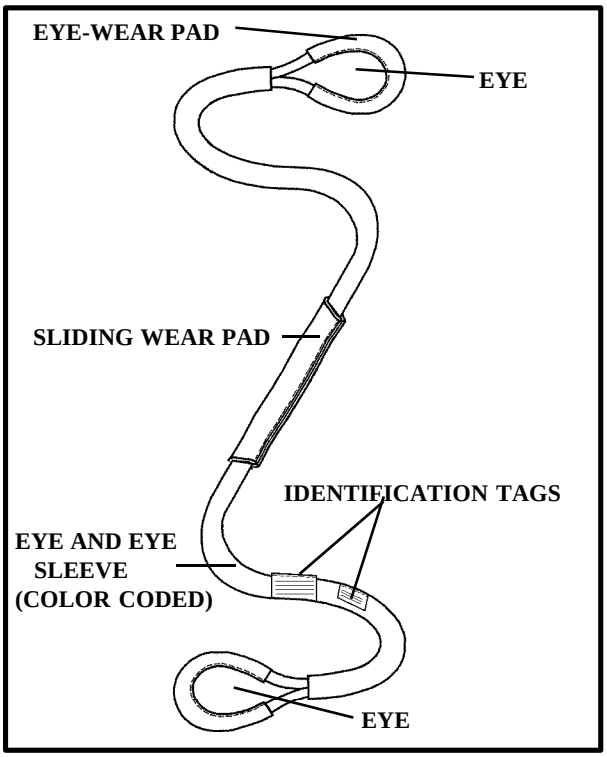

*Figure 8-13. Polyester Roundsling*
**a. Polyester Roundslings.** Polyester roundslings are used as the primary vertical pendant (Figure 8-13). Roundslings can be attached to the load using the three hitches described in Chapter 6. The lifting capacity of polyester roundslings vary with the size of the sling and the type of hitch used to attach the load. Each sling has two identification tags permanently sewn to the eye and eye sleeve identifying the size and capacity, as well as other important information necessary for the safe use of roundslings. These slings are also color coded to designate the size of the sling. Refer to Table 8-1 for sling lengths and lift capacities.
**(1) Inspection.** Inspect the polyester roundsling before and after each use. Remove the roundsling from service if any of the following are found: